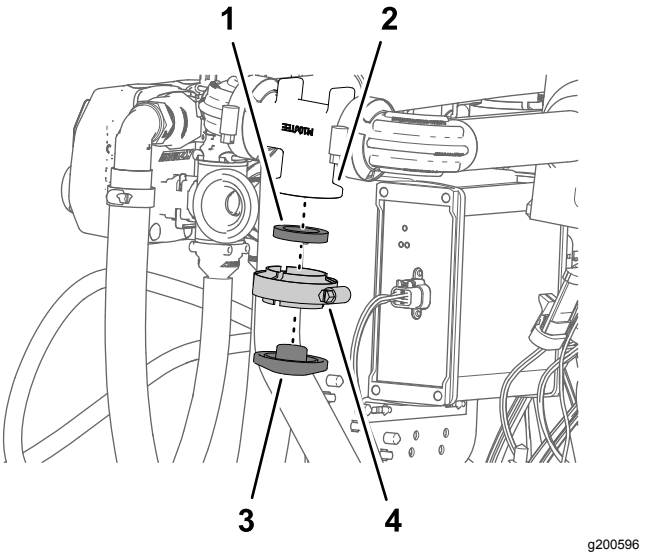

Figur 136
3. Monter den almindelige klemme på flangen på gennemstrømningsmålerens manifold med flangeklemmen og pakningen, du fjernede i trin 2, og stram klemmen med håndkraft (Figur 136).